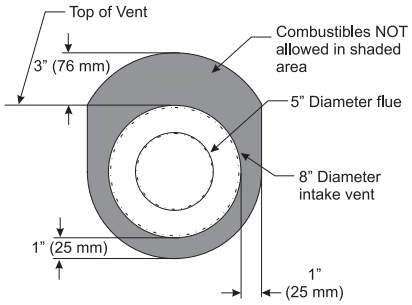

Figure 67
4. Install the Wall Firestop/Thimble assembly as required through the wall. Refer to the venting charts in the fireplace manual to determine the proper height and size of the vent opening. The minimum opening should be 10” wide by 12” high. The minimum combustible clearance from the horizontal vent is 1” from sides and bottom, and 3” above the vent pipe. **See Figure 67.**